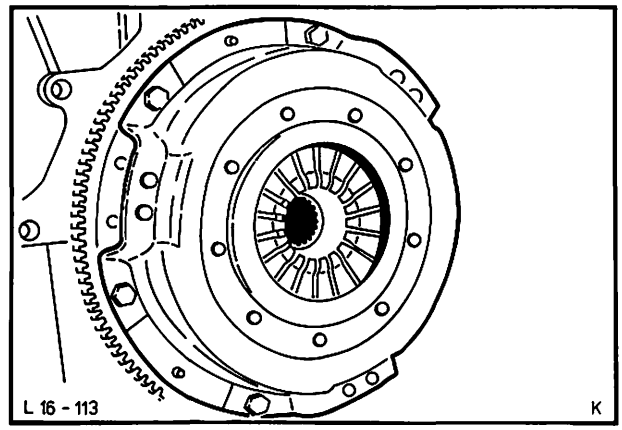

Abb. 137 Kupplungsdruckplatte abbauen
1. Kupplungsdruckplatte von Schwungscheibe gleichmäßig lösen und abbauen (6 Schrauben), Abb. 137. Druckplatte und Reibscheibe abnehmen.